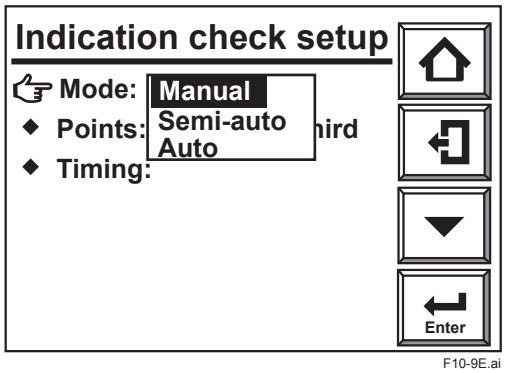

Figure 10.9 Indication Check Mode Selection
2) From the [Maintenance] display, select [Indication check setup] then [Mode]. A dropdown menu opens, allowing you to select between Manual, Semi-auto, or Auto modes (see Figure 10.9).